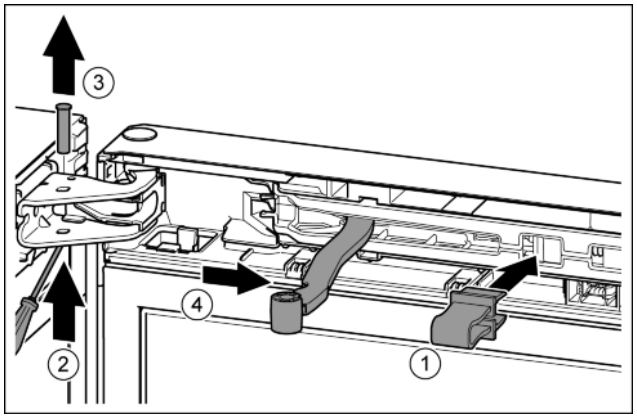

Fig. 9
▶ Engage the locking device in the opening. *Fig. 9 (1)*
▶ Unscrew the bolt with a screwdriver. *Fig. 9 (2)*
▶ Remove the bolt in an upward direction. *Fig. 9 (3)*
▶ Turn the hinge in the direction of the door. *Fig. 9 (4)*